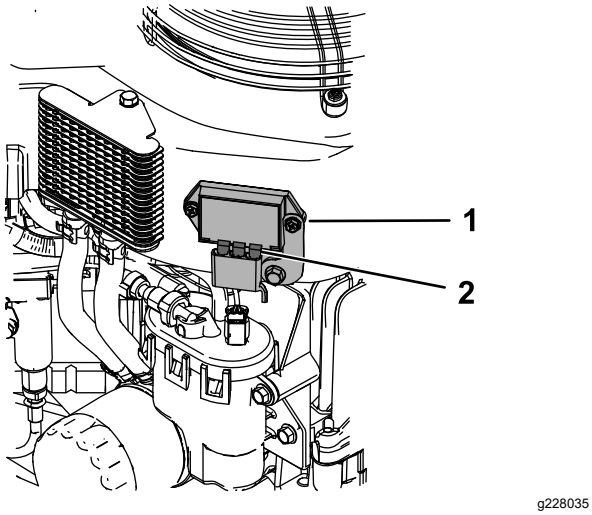

Figure 38
4. Graissez légèrement les lames du régulateur de tension (Figure 38).